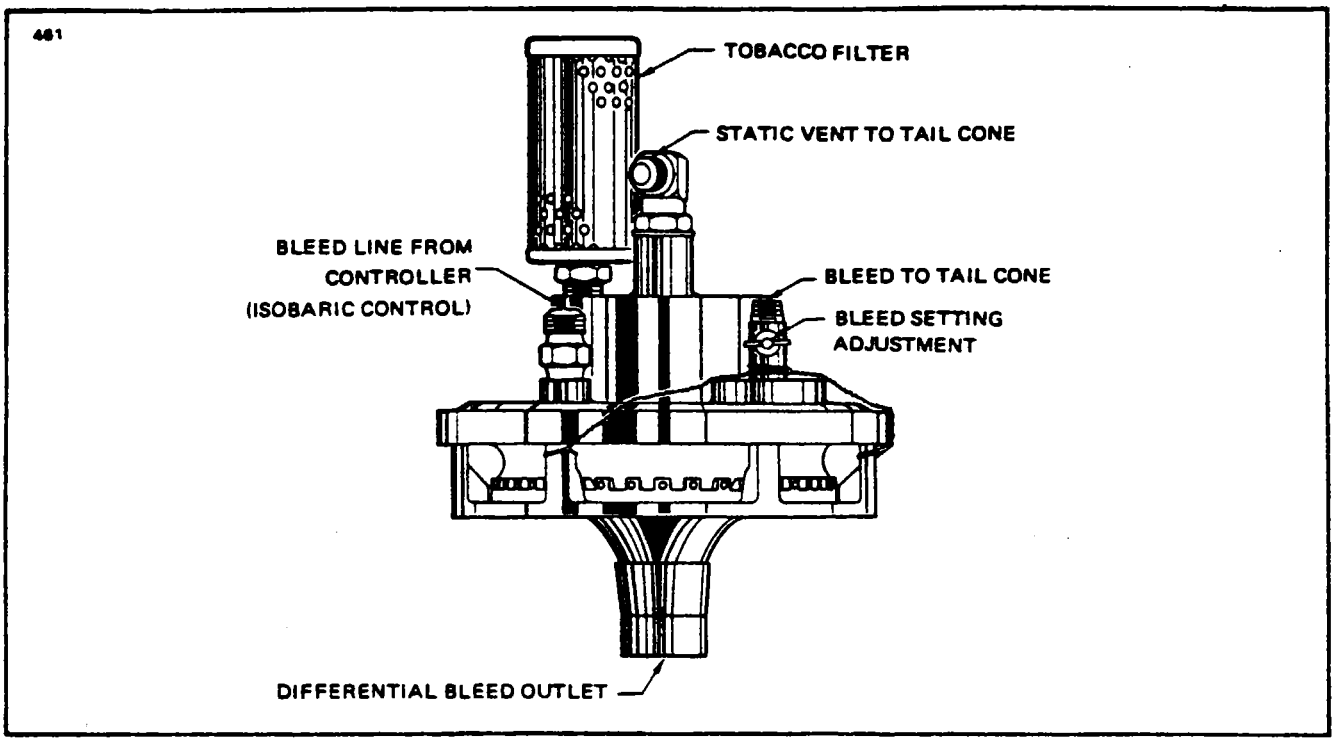

Figure 13-57. Isobaric Valve
13-152. ISOBARIC FILTER REPLACEMENT. (Refer to Figure 13-57.)
13-153. ISOBARIC AND SAFETY VALVE SETUP. (Refer to Figures 13-57. and 13-58.) The following information should prove most helpful in obtaining the best adjustments of the isobaric and/or safety valves.
b. The bleed screw on the isobaric valve should be adjusted one turn open (counterclockwise) from the closed position (full clockwise). (Refer to Figure 13-57.)
a. During the ground runup, check that the isobaric valve is fully open. This indicates that vacuum is being applied to the inside of the valve. When the test switch is activated, the vacuum is released; check that the diaphragm falls to a position where the sipes just touch the top of the castellations on the valve. (Refer to Figure 13-57.)